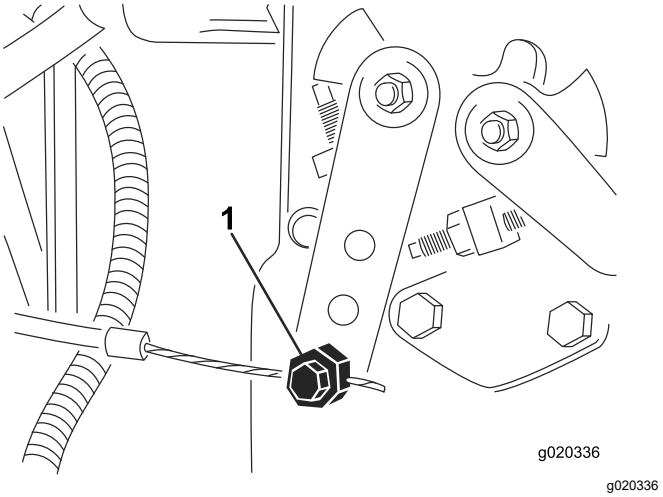

Figur 90
4. Lossa gasreglagekabelns kontaktdon på spaken vid insprutningspumpen (Figur 90).